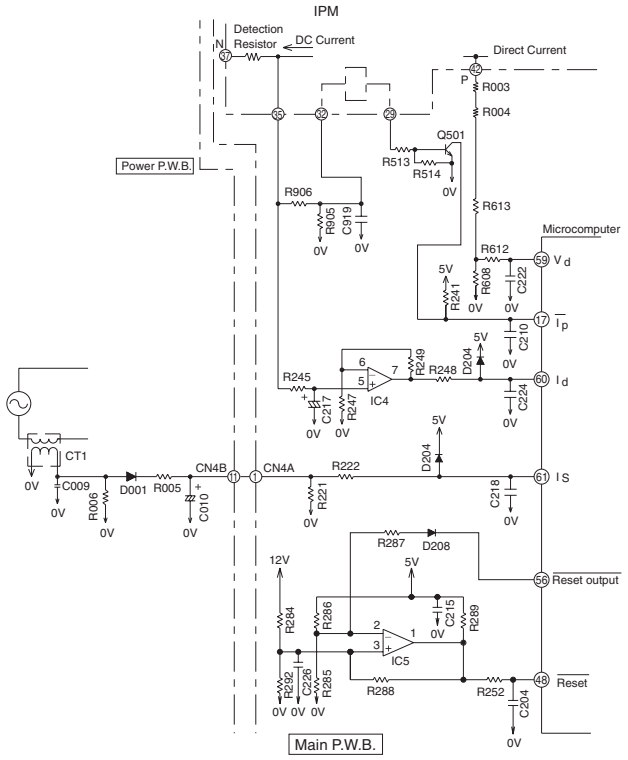

Fig. 6-2
ID OVL is watching and limits the compressor current through the detection resistor, which is built in IPM in order to control the compressor reliability. Since the compressor reliability is related with its speed, the ID OVL value is also linked with the compressor speed. Fig. 6-2 shows an ID OVL limitation curve.
(2) ID OVL
Fig. 6-2. The filter consisting of R245 and C217 removes high harmonic frequencies from the voltage generated by the current flowing to Detection resistor; R245 and C217 average the voltage. This voltage is then input to IC4 pin ⑤ and supplied to microcomputer pin ⑥⓪ . The microcomputer compares this input with the set value, and if the input exceeds the set value, it enters overload control status.